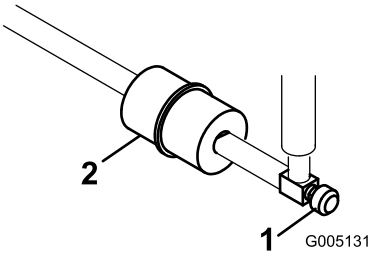

Figur 47
Et filter er indbygget i brændstofrøret mellem brændstoftanken og karburatoren (Figur 47). Sørg for, at pilen på filteret peger væk fra brændstoftanken.
1. Luk brændstofafbryderventilen, løsn slangeklemmen på karburatorsiden af filteret, og fjern brændstofledningen fra filteret (Figur 47).
2. Anbring en bakke under filteret, løsn den tilbageværende slangeklemme, og fjern filteret (Figur 47).